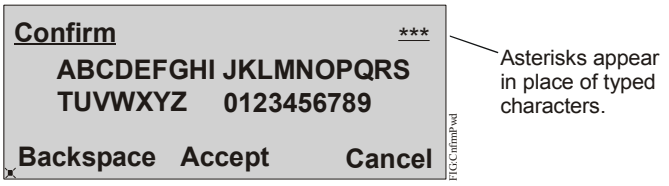

Figure 16: Confirm Password Page
7. Press Enter to confirm the new password. The Confirm password page appears (Figure 16).